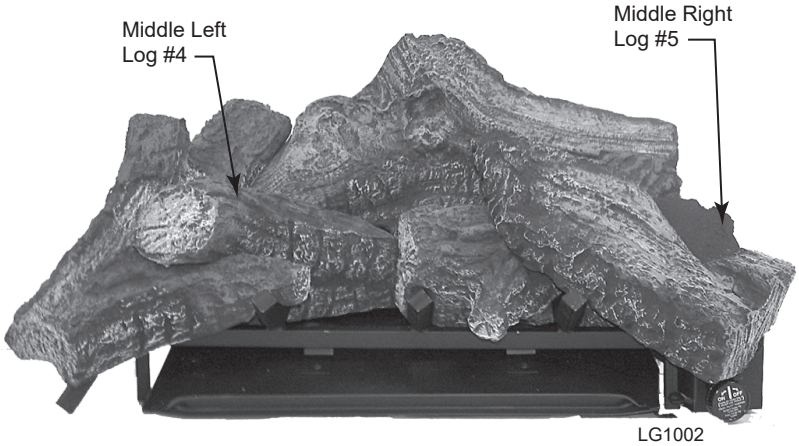

Figure 32
4. Place one end of middle left log (#4) on bottom left log. Rest other end of middle left log (#4) behind middle right log. *Figure 32*
5. Place middle right log (#5) on top of bottom right log. *Figure 32*